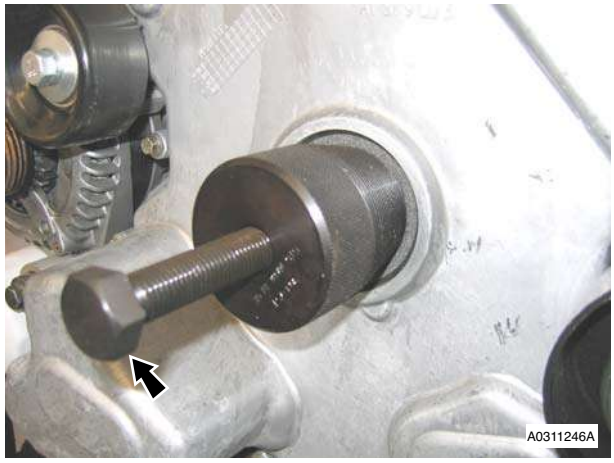

Figure 2
3. Tighten centre bolt of tool (303-1190) and withdraw oil seal from timing cover (see Figure 2).